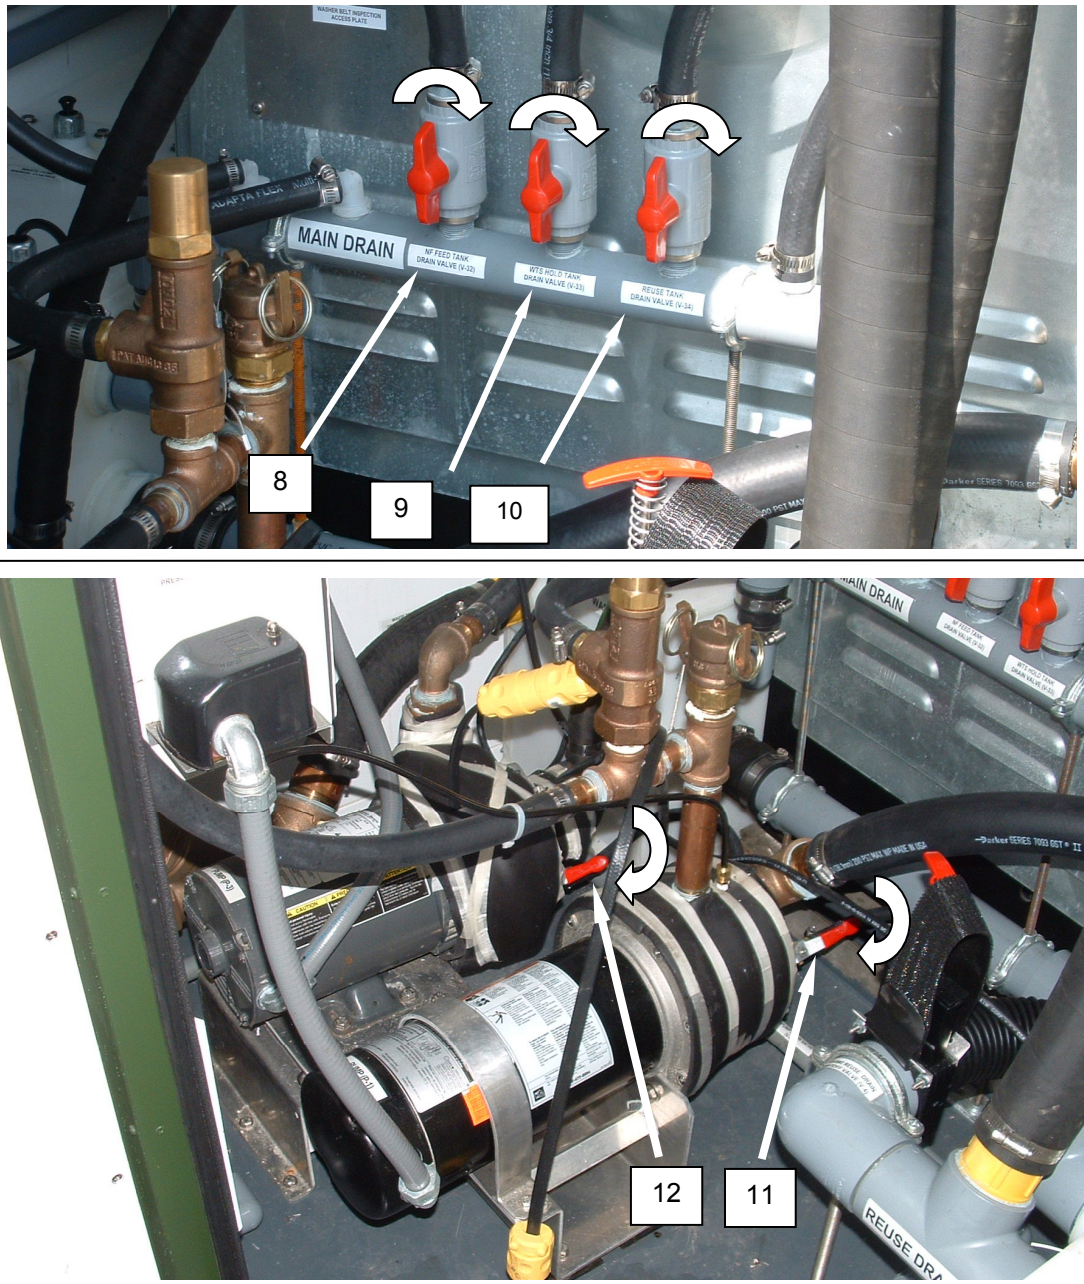

Figure 6. Drain Valves.
2. Close the tank drain valves V-32 **(Figure 6, Item 8)**, V-33 **(Figure 6, Item 9)**, and V-34 **(Figure 6, Item 10)**.
3. Close the pump drain valves V-53 **(Figure 6, Item 11)** and V-54 **(Figure 6, Item 12)**.